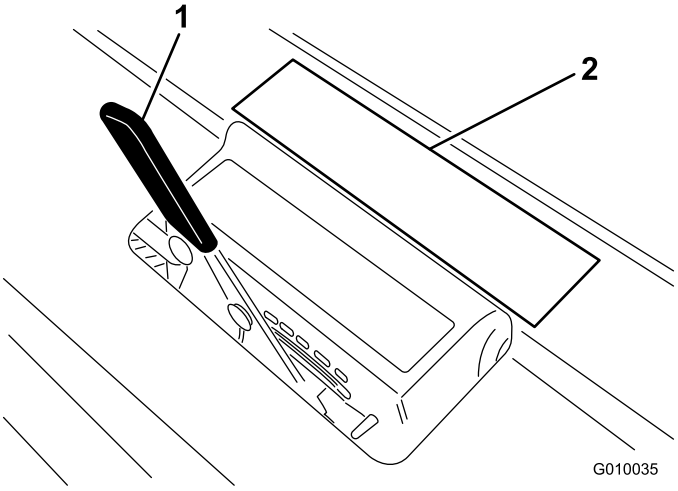

**Figur 28**
2. Legg pipen i pipedybdemerket (Figur 28) med én ende stilt opp med den ønskede luftedybden (se pipeoverlegget på merket).